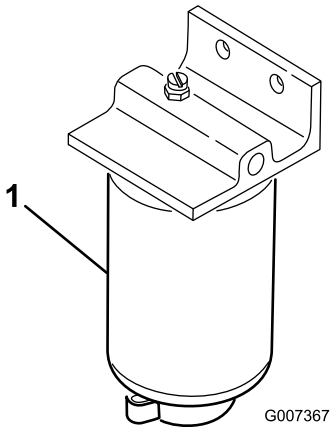

Figur 45
1. Anbring en ren beholder under brændstoffilteret (Figur 45).
2. Rengør området, hvor filterdåsen monteres (Figur 45).